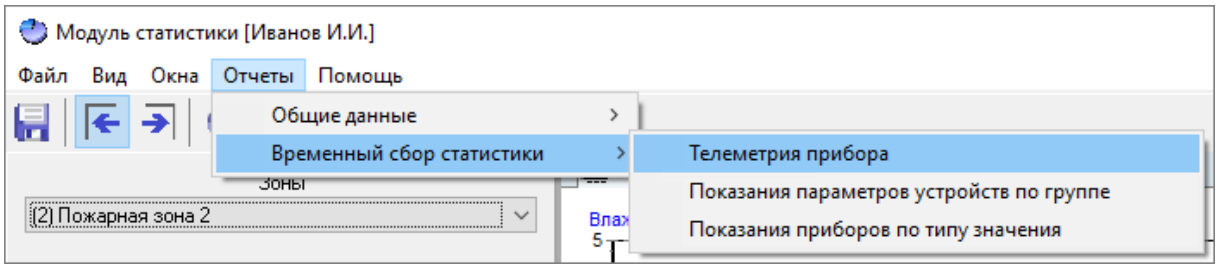

Рисунок 12-158 Переход к формированию отчета "Телеметрия прибора" на основании общих данных сбора статистики из меню отчетов "Временный сбор статистики"
- либо выберите соответствующий отчету пункт в меню отчетов «Общие данные» (см. п. 12.3.1.4) главного окна программного модуля «Статистика» (см. Рисунок 12-158);